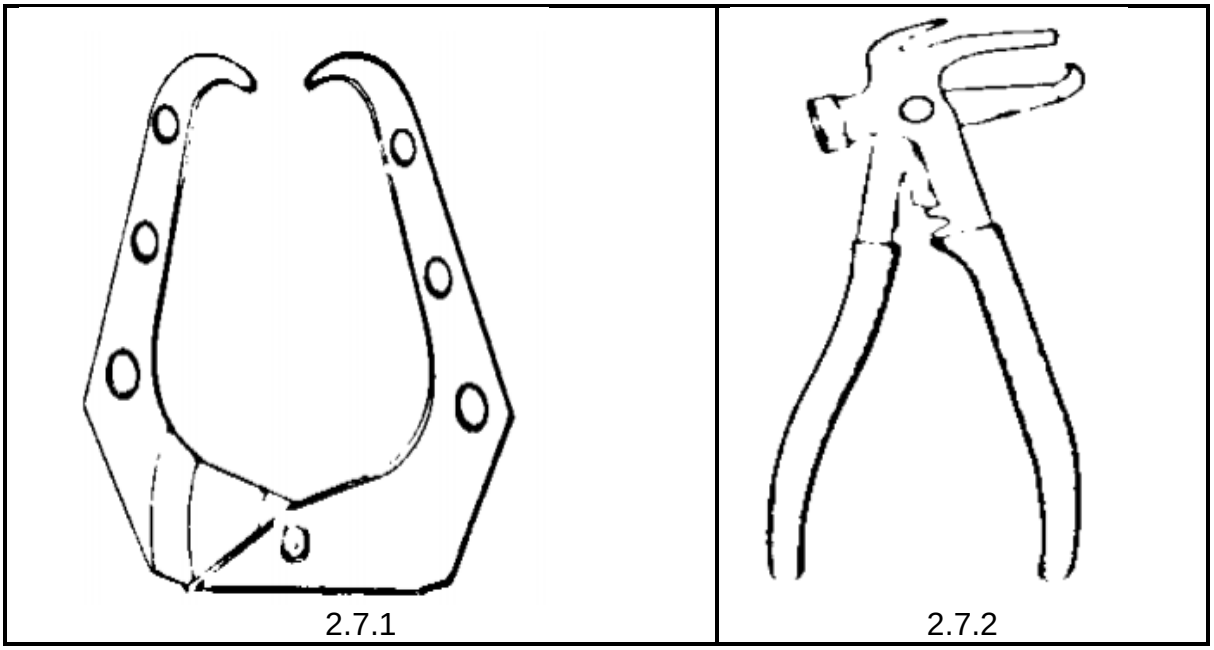

FIGURE 1
2.7 FIGURE 1 below shows two hand tools used when balancing a wheel. Name the tools and their functions by writing the answer next to the questions number (2.7.1–2.7.2) in the ANSWER BOOK.